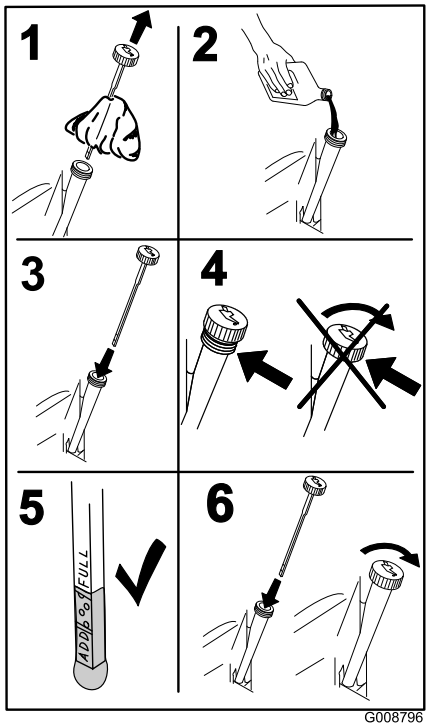

Figur 38
5. Häll långsamt ca 80 % av den angivna oljan i påfyllningsröret och tillsätt långsamt ytterligare olja tills den når markeringen **Full** (Figur 38).